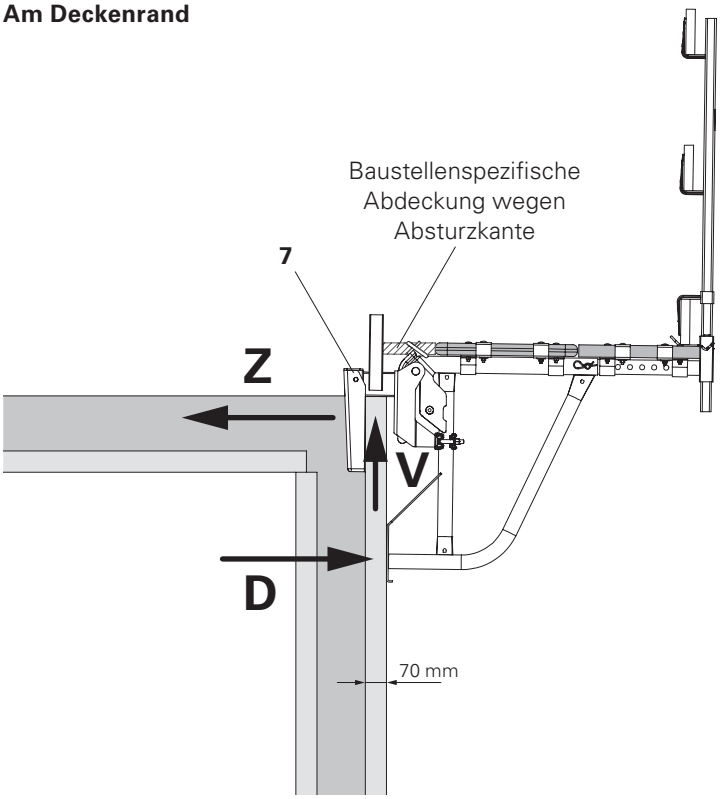
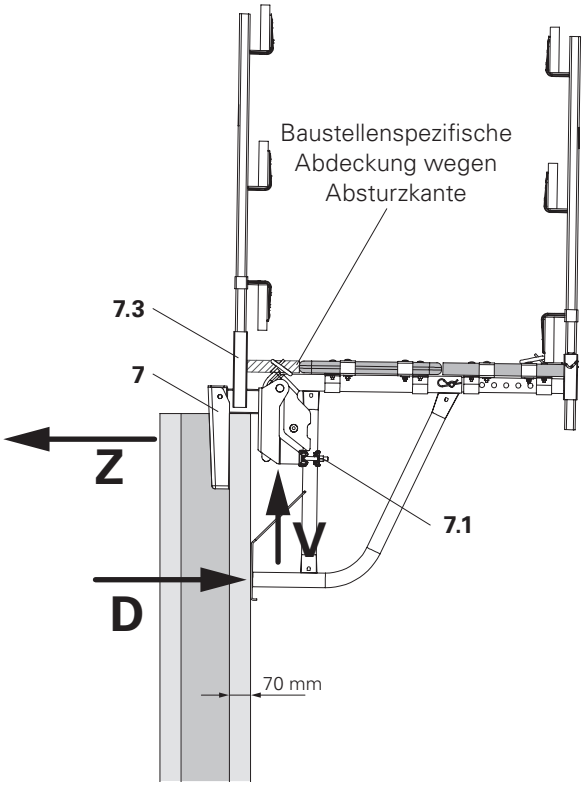
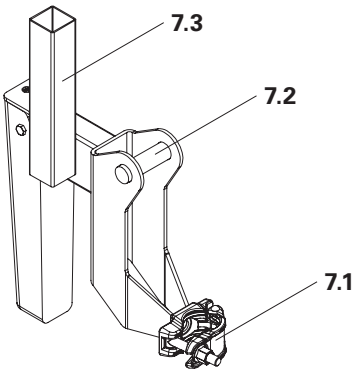

Abb. A6.13
Abb. A6.14
Abb. A6.15
(Abb. A6.13 + Abb. A6.14)
1. Gerüstrohrschelle (**7.1**) an der Hohlwandaufhängung öffnen. (Abb. A6.15)
3. Gerüstrohrschelle (**7.1**) an dem Vertikalrohr der linken und rechten Konsole ASG (**3**) der Bühne ASG befestigen. (Abb. A6.14 + Abb. A6.15)
1. Geländerpfosten in die Anschlussrohre (**7.3**) für das innere Geländer einstecken. (Abb. A6.14)